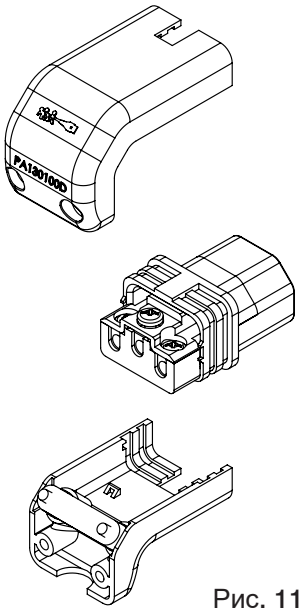

Рис. 11
3. Снять верхнюю и нижнюю части корпуса (рис. 11).